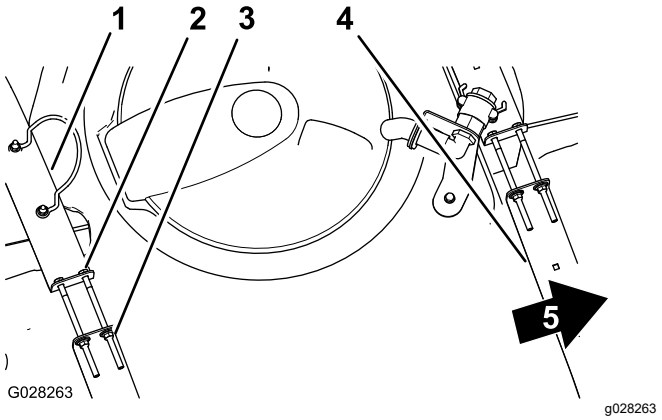

Figura 31
2. Compruebe si hay holgura entre los flejes y el depósito (Figura 31).
3. Si los flejes tienen holgura, apriete las contratuercas con arandela prensada y los pernos del extremo superior de los flejes hasta que los flejes queden apretados contra la superficie del depósito (Figura 31).